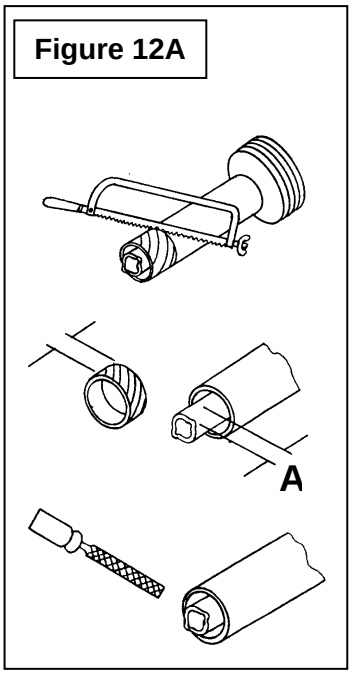

Figure 12A
4. **Figure 12A:** Couper le tube des gardes intérieur et extérieur de même que les sections télescopiques intérieure et extérieure.
5. **Figure 12A:** Couper le garde une seconde fois pour laisser la même distance entre la fin du garde et la fin de l'arbre qui existait auparavant. Pour obtenir la distance "A" approprié illustré à la figure 12A, couper le garde selon le tableau ci-dessous:
6. **Figure 12A:** Limer les tubes et retirer les copeaux.